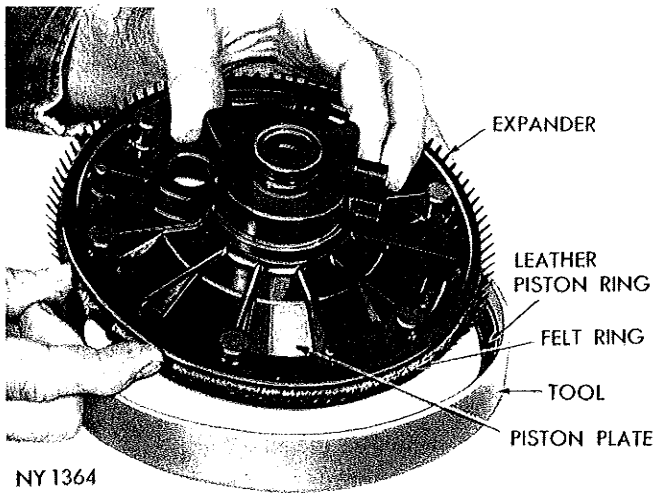

***Fig. 3—Assembling Piston Ring, Felt and Expander***
(1) Using vacuum cylinder oil, saturate piston felt and permit excess oil to drip off.
(2) Place assembly fixture Tool C-3816 on two wooden blocks and insert leather piston ring in fixture with lip up (Fig. 3).
(3) Assemble felt ring into expander and install expander and felt in groove of rear piston plate.
(4) Hold felt and expander compound in piston plate and install rear piston plate into leather piston ring.